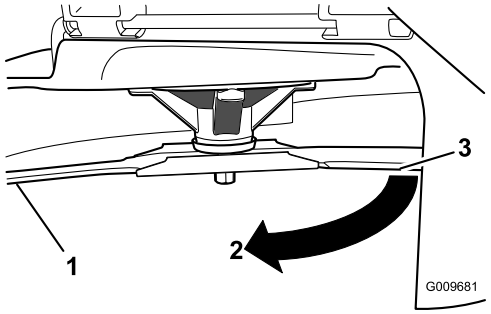

Figur 50
3. Målt afstand mellem skærekniven og overfladen (A)
4. Drej samme skærekniv 180 grader, så den modsatte skærekant nu befinder sig i samme position (Figur 50).